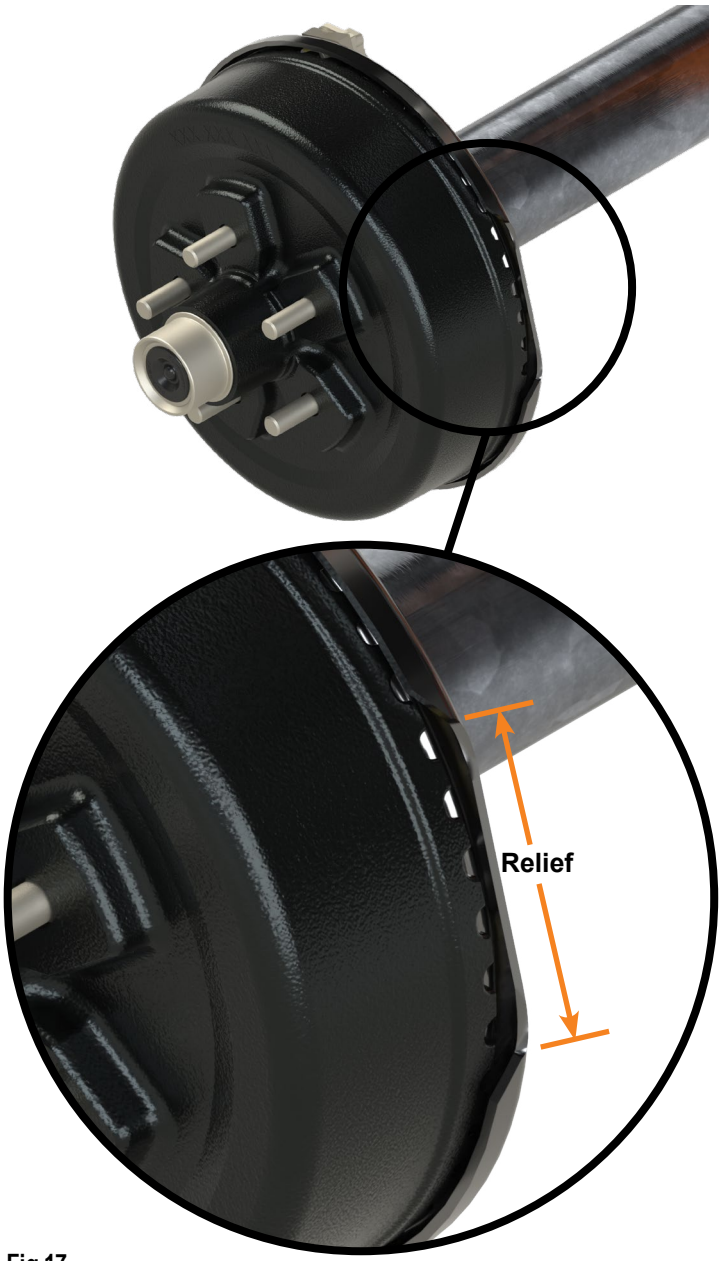

Fig.17
3. Locate the relief on either side of the backing plate where the tone ring of the hub is visible **(Fig. 17)**.